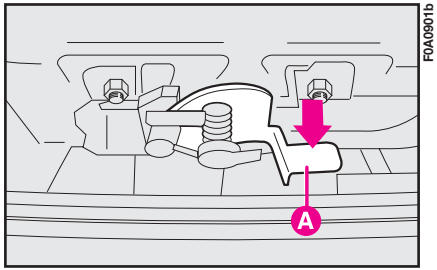

fig. 134
3) Appuyer sur le dispositif de securité **A-fig. 134**, comme indiquè sur la figure.